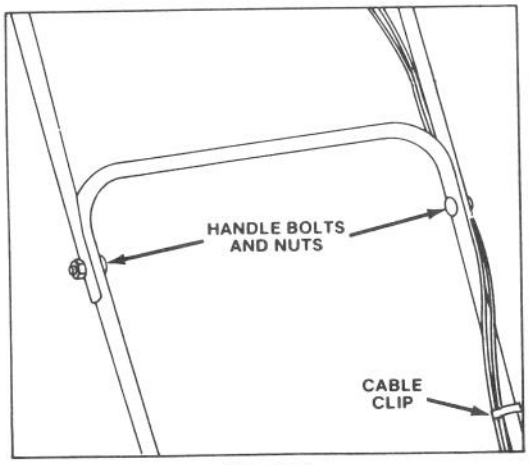

Figure 2
2. UPPER HANDLE (Fig. 2) — Secure upper and lower handles in place with handle bolts and nuts. Secure control cables in position with cable clip.